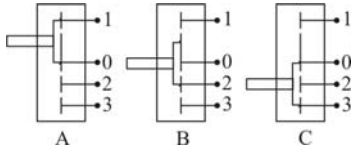

Figura 6. Funcionamiento de la llave de 3 puntos.
- Acerca la tapa del cablecanal al cuerpo y pasa a través de él el cable rojo, tal como hiciste con el negro. Enchufa el extremo libre de cada uno de los cables de los díodos a los terminales **1**, **2** y **3** de la llave deslizante de 3 puntos. Recuerda que el díodo rojo debe encenderse en la posición superior de la llave, el amarillo en la intermedia y el verde en la inferior. Si tu llave tiene la misma disposición de terminales que la de la Figura 6, basta conectar el cable rojo al terminal **1** de la llave, el negro al **2** y el verde al **3**.
En la Figura 6 se ilustra el modo de funcionamiento, sorprendentemente simple, de la llave de 3 puntos. Cuando la llave está en la posición **A** pone en contacto el terminal **0** con el **1**; en la **B**, el terminal **0** con el **2**, en la **C**, el terminal **0** con el **3**. Ésto es posible porque el contacto interno correspondiente al terminal **0** tiene el doble de largo que los otros. No es difícil construir uno mismo una llave semejante, aunque no tan compacta.